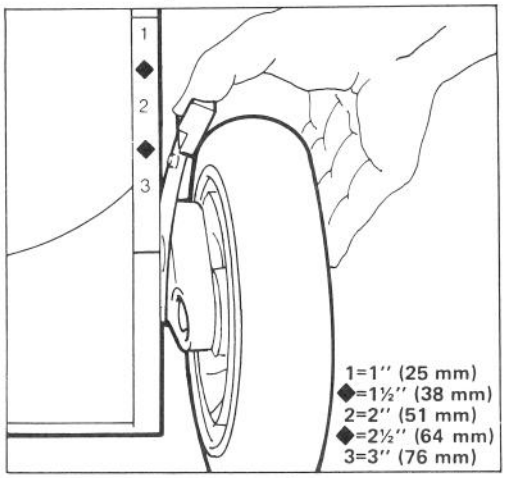

Figure 12
2. For easier adjustment, lift housing up so wheel is off ground. Do not place hands under the deck to lift housing. Squeeze adjusting lever toward wheel and move them to desired setting (Fig. 12). Assure pin on adjusting lever engages notch in housing. Adjust all wheels to the same setting.